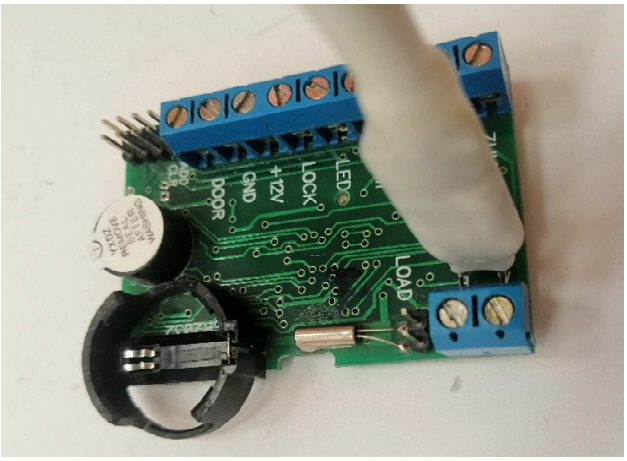

Рис.6 Подключение кабеля Z-5R NET к плате.
- Подключить 2-х контактный разъем кабеля Z-5R Net (X8) к разъему на плате, как показано на рис.6.